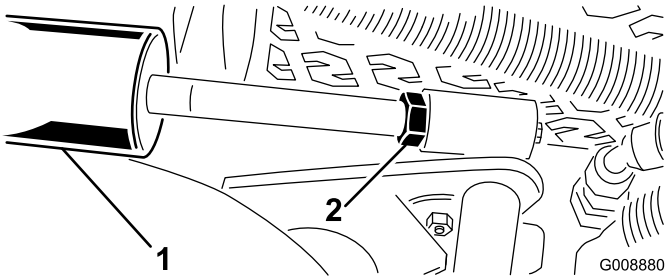

Figuur 14
A. Breng de maaidekken omlaag en draai de contramoer op de cilinder los (Figuur 14).